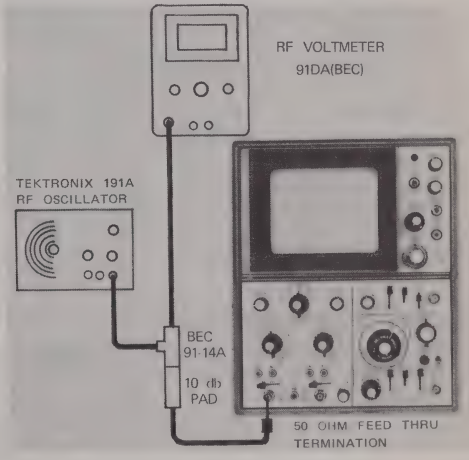

Figure 4-7.
a. Connect test equipment listed in table 4-2, as shown in figure 4-7.